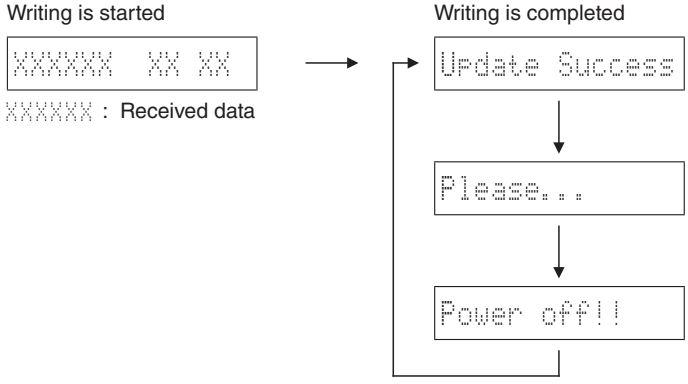

Fig. 3
2. Play the firmware CD on the CD/DVD/BD player. Writing of the firmware starts automatically. (Fig. 3)
3. When writing of the firmware is completed, “Update Success”, “Please...” and “Power off!!” are displayed repeatedly. (Fig. 3)